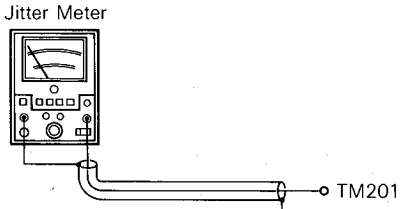

Fig. 16
(1) Connect the jitter meter to TM201 and GND1. (fig. 16)
(2) Insert Philips test disc #5 and place unit in play mode on track number 9.
(3) Confirm the jitter meter reading does not exceed 35ns.
(4) If 35ns is exceeded, remove the disc tray. (Refer to step 2 on page 8.)
(5) Place Philips test disc #5 on the spindle motor.
(6) Put unit into play mode on track number 9.
(2) Insert the disc and place the unit in the play mode.
(3) Adjust VR101 until the jitter becomes minimum.